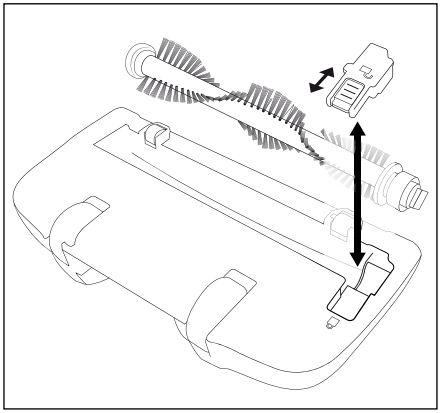

Abb. 4
2) Schieben Sie die Verriegelung an der Abdeckplatte Richtung 🔓-Symbol und nehmen Sie die Abdeckplatte ab (Abb. 4).
5) Um die Bürstenrolle ⑮ wieder einzusetzen, schieben Sie zuerst das breite Ende auf die Antriebswelle, so dass die Bürstenrolle ⑮ dort eingehakt ist.
6) Dann schieben Sie das andere Ende in die Aufnahme, so dass die Bürstenrolle ⑮ gerade in der Bodendüse liegt.
7) Setzen Sie die Abdeckplatte wieder auf und verriegeln Sie sie, indem Sie die Verriegelung Richtung 🔒-Symbol schieben (Abb. 4).